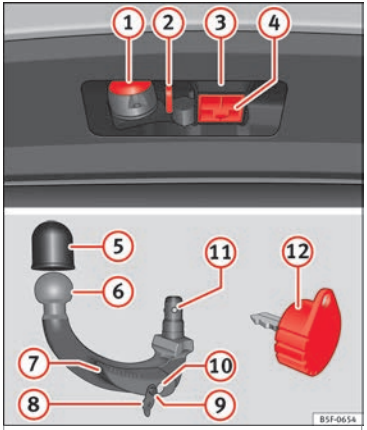

Fig. 213 Soporte del dispositivo de enganche para remolque / bola desmontable / llave
Leyenda de la ››› fig. 213
- Extraiga el tapón de alojamiento del gancho (4) ››› **fig. 213** hacia abajo.